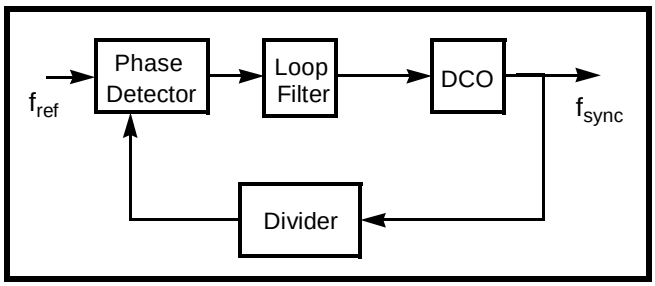

Figure 3 - PLL Block Diagram
As shown in Figure 3, the PLL of the MT9041 consists of a phase detector (PD), a loop filter, a high resolution DCO, and a digital frequency divider. The digitally controlled oscillator (DCO) is locked in frequency (n x f_{ref}) to one of three possible reference frequencies, configured using pins FSEL1 and FSEL2. The PLL is capable of providing a full range of E1/T1 clock signals synchronized to the primary PRI input. The loop filter is a first order lowpass structure that provides approximately a 2 Hz bandwidth.